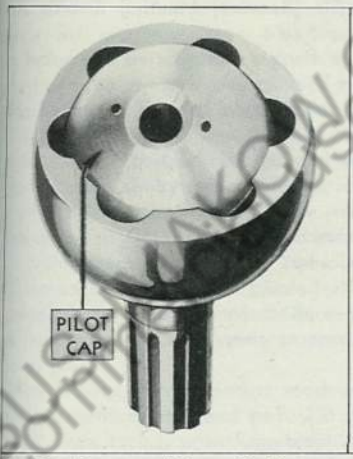

Fig. 19 Race and Cage Position—Inserting and Removing Bolts
4. Tilt inner race of universal joints, as illustrated in Fig. 19, until one ball can be lifted out. Then roll inner race so that next ball can be removed, and so on until all balls are out.
6. Tilt inner race and cage so that one ball can be inserted through cage into groove. See Fig. 19. Rotate inner race enough to permit ball to be installed in next groove adjacent to first and so on until all balls are in place.